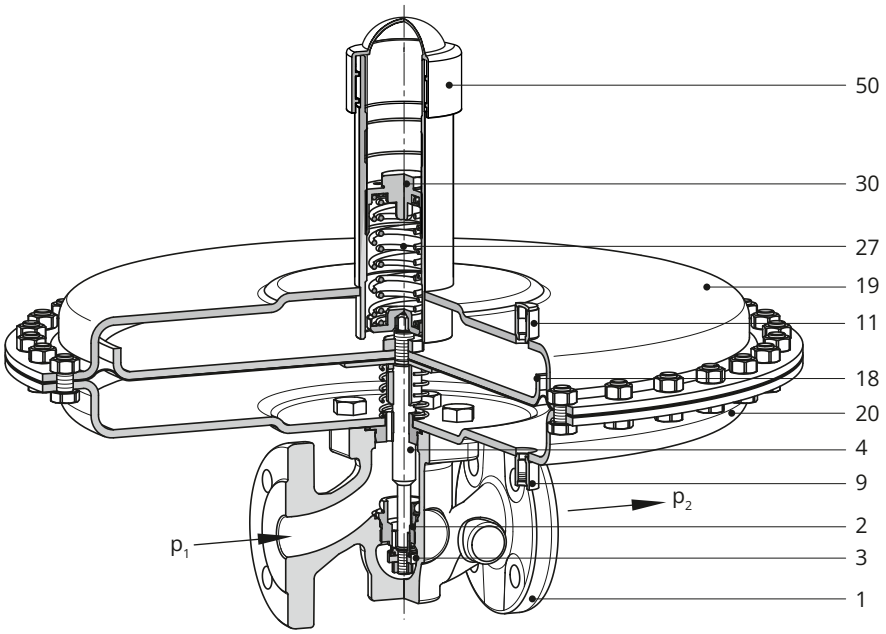

Fig. 1 : *Réducteur de pression type 2405 sans équilibrage par pression · K_{VS} 1,6 à 4 · Écoulement en sens inverse de la fermeture du clapet*
– **Pour les réducteurs de pression proportionnels, cf. Fig. 1**
Légende des Figures 1 à 4